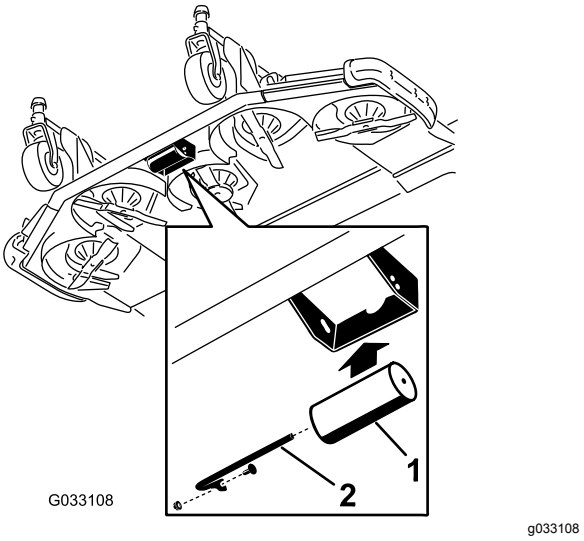

Figur 42
2. Tilret rullen efter de øverste huller og monter akslen med skruen og møtrikken (Figur 42).